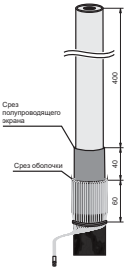

Рисунок 4
4.8 Удалить слой полупроводящего экрана с жилы кабеля, оставив участок экрана длиной 40 мм возле среза оболочки. После удаления полупроводящего экрана поверхность полиэтиленовой изоляции должна быть гладкой, без бугров, заусенцев и частиц экрана. Недостатки на поверхности полиэтиленовой изоляции устранить наждачной бумагой. Поверхность изоляции жилы очистить салфеткой, смоченной в бензине или растворителе (рисунок 4).